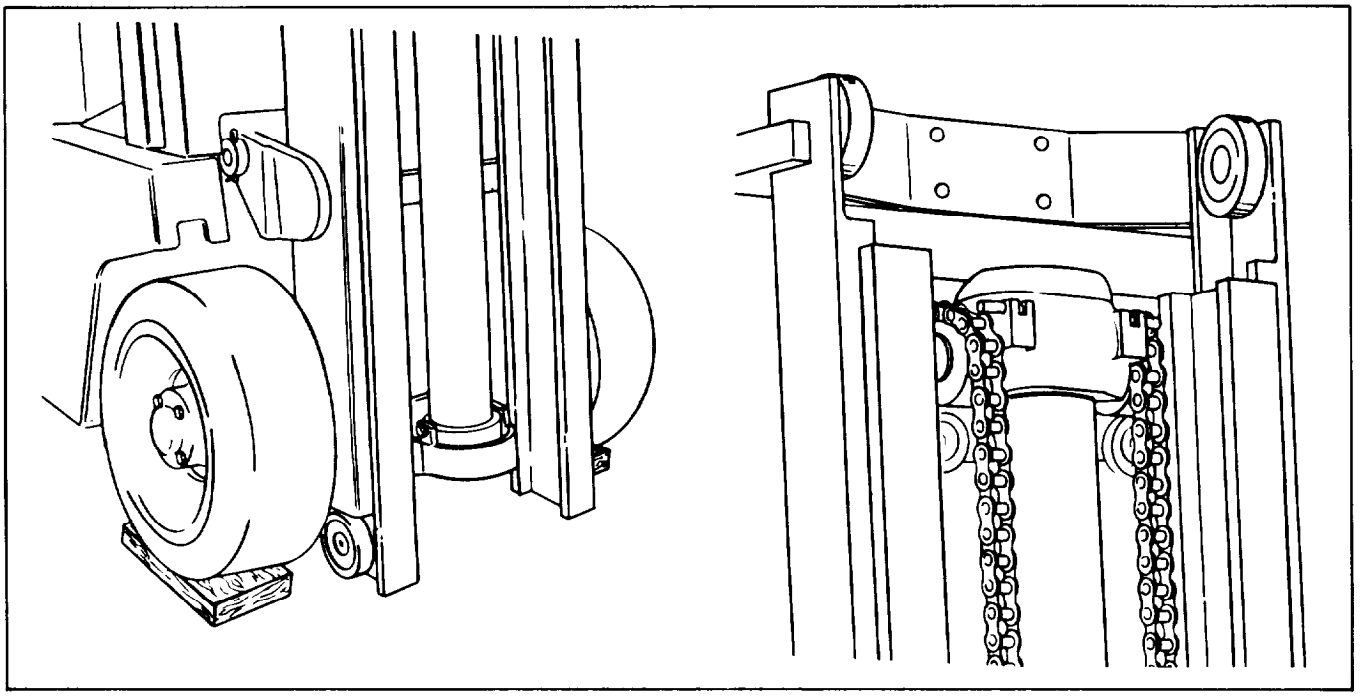

Figure 4-86. Upper and Lower Upright Rollers Exposed
g. Lower inner rail until the upper and lower rollers are exposed as shown in figure 4-86.